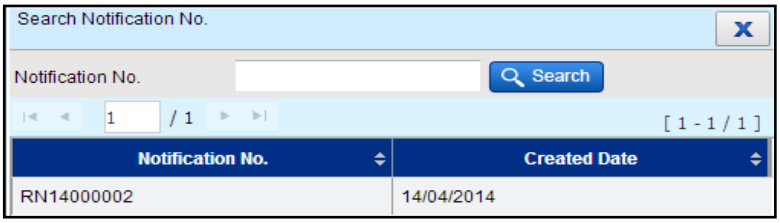

Figure 3.1.3-3 Search Notification No
- *System will display the Search Notification No. window as shown in Figure 3.1.3-3*
- *The Search Notification No. field allows the user to enter partial or full criteria for* ***Notification No.*** *and click on the* Search *button. Double-click to select a Notification No. and the details of the item(s) will be displayed as shown in Figure 3.1.3-3.*